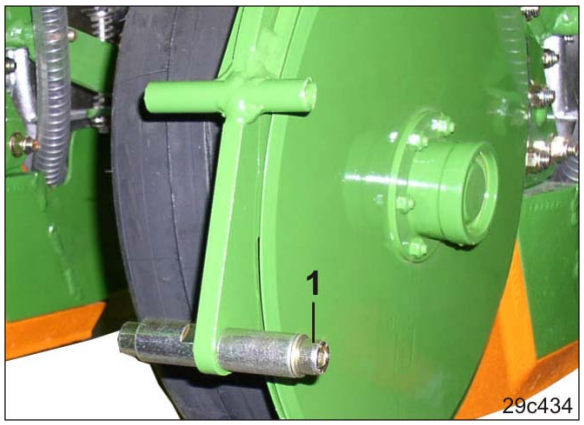
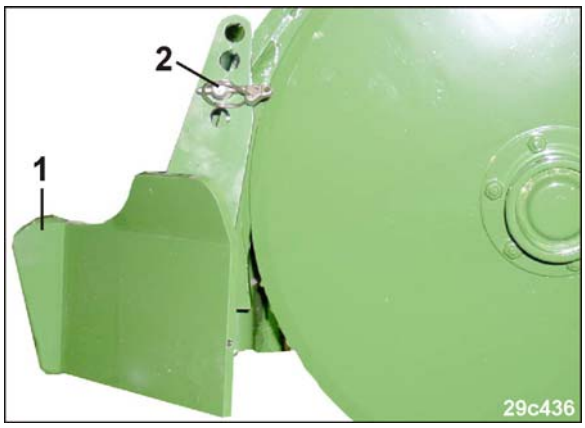

Fig. 62
Fig. 63
1. Den Führungsbolzen (Fig. 62/1) anschrauben.
2. Den Klutenräumer (Fig. 63/1) am Führungsbolzen (Fig. 62/1) einhängen, mit einem Bolzen (Fig. 63/2) abstecken und mit einem Klappstecker sichern.